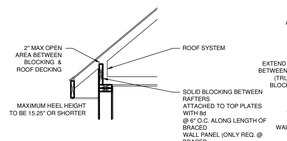

FIGURE 3
8. (**PERPENDICULAR WALL/ROOF**) APPLY 2X SOLID BLOCKING BETWEEN ROOF SYSTEM MEMBERS OVER BRACED WALL PANELS W/ 8d NAILS AT 6" O.C. ALONG LENGTH OF BRACED WALL PANELS WHEN HEEL IS 15.25" OR LESS (FIGURE 3, REFER TO FIG. #4 WHEN OVER 15.25").